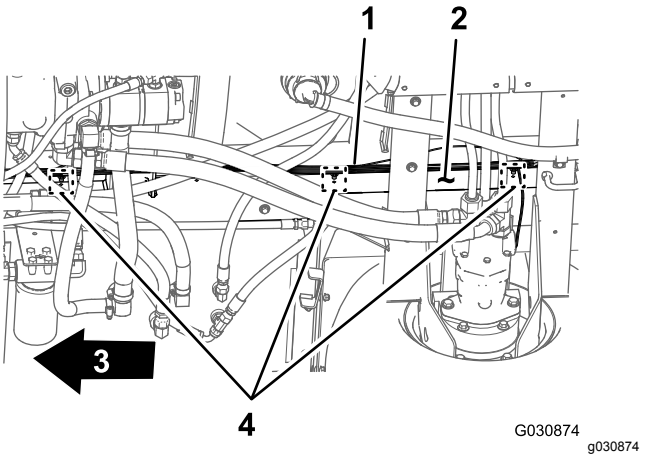

Figur 52
3. Ta bort de tre tryckfästelementen som håller fast det bakre kablaget mot hålen i maskinens högra ramrör (Figur 52).